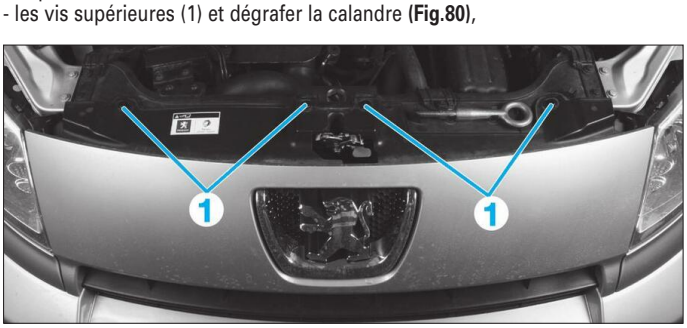

**Fig. 80**
- les vis supérieures (1) et dégrafer la calandre **(Fig.80)**,